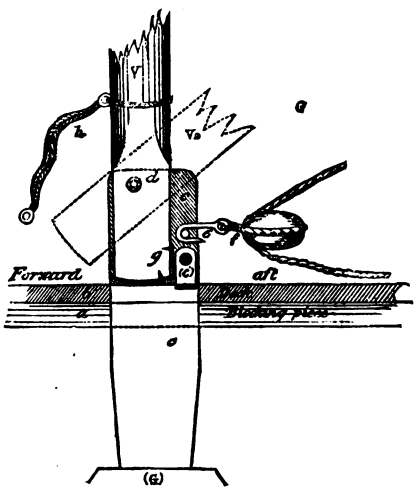

Fig. 104.
The tabernacle for lowering the mast may be fitted as follows (Fig. 104): Two pieces of oak, *c*, are secured at the heels by a block, (G), and pass up through a blocking piece, *a*, and through the deck, *b*. The heads of the oak pieces are each 3½ in. high by 2¾ in. wide, fore and aft, and half an inch thick, the heels being tapered down.